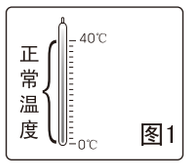

图1
7. 污泥吸取器不得用于抽取带腐蚀性或易燃的液体，不得运行在温度高于40℃的水或污泥中。（图1）